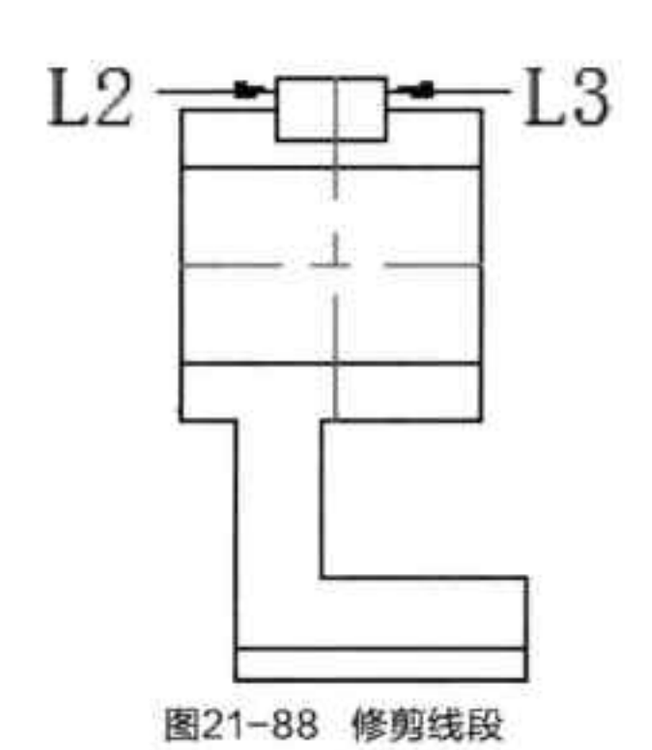

图21-88 修剪线段
Step 09 执行“修剪”命令，对偏移的线段进行修剪操作，如图 21-88 所示。